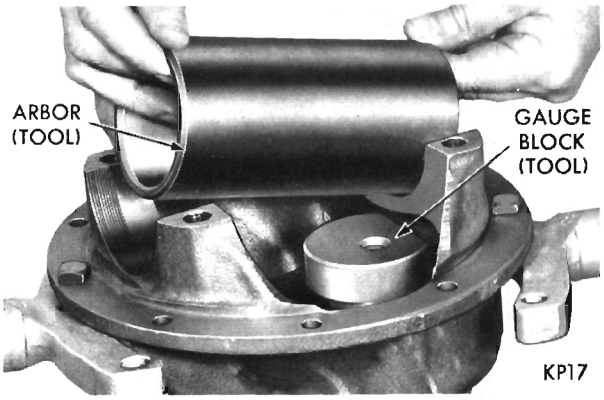

Fig. 29—Installing Arbor in Carrier
(2) Position arbor SP-561 (part of Tool C-758-D4) in differential bearing pedestals of carrier (Fig. 29). Center the arbor so that an approximate equal distance is maintained at both ends. Position differential bearing caps and attaching bolts on carrier pedestals, and insert a piece of .002 inch shim stock between arbor and each cap. Tighten cap bolts to 10 foot-pounds.
(6) Position tool arbor SP-561 in differential bearing pedestals of carriage (Fig. 29). Center the arbor so that an approximate equal distance is maintained at both ends. Position differential bearing caps and attaching bolts on carrier pedestals, and insert a piece of .002 inch shim stock between arbor and each cap. Tighten cap bolts to 10 foot-pounds.
(6) Position tool arbor SP-561 in differential bearing pedestals of carrier (Fig. 29). Center the arbor so